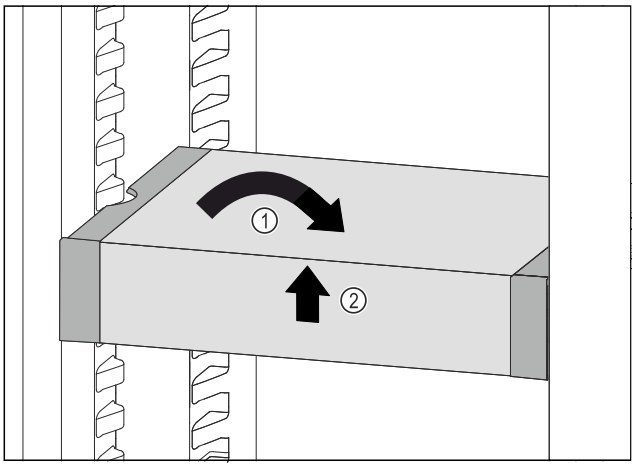

Fig. 172
▶ Remettre le VarioSafe droit. *Fig. 172 (1)*
▶ Soulever la partie avant du VarioSafe. *Fig. 172 (2)*